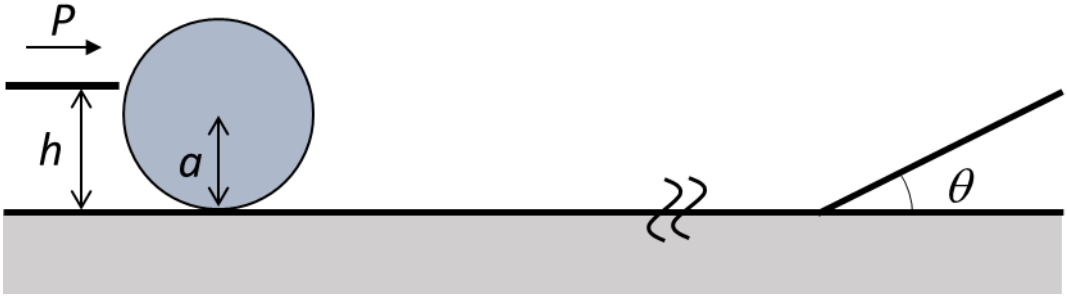

図１
1. 質量 M，半径 a の剛体球が水平面上に静止している。この球に対して図１のように，中心を含む鉛直面内で水平面からの高さ h のところに水平な撃力 P を加えたときの球の運動を考える。以下の問いに答えよ。ただし，球と面の動摩擦係数はμ，重力加速度をgとする。また，ここで球が水平面上ですべらずにころがる際のエネルギー損失は無視できるものとする。